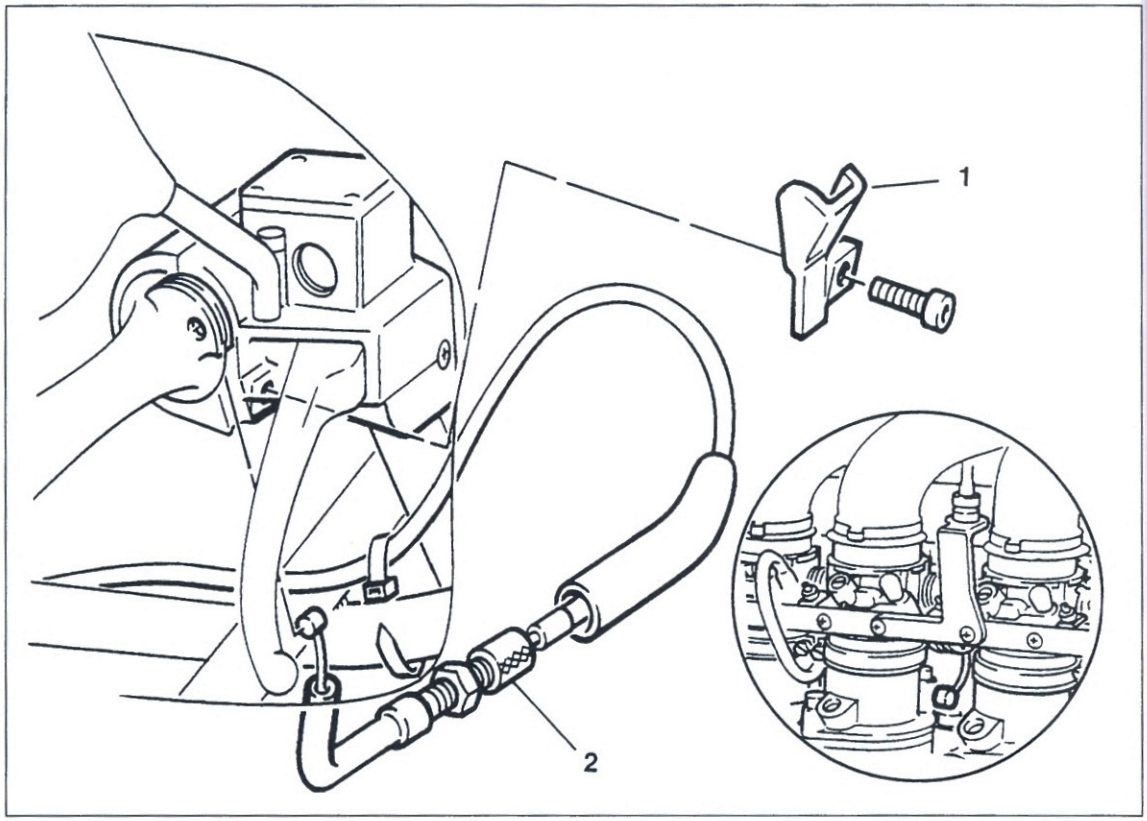
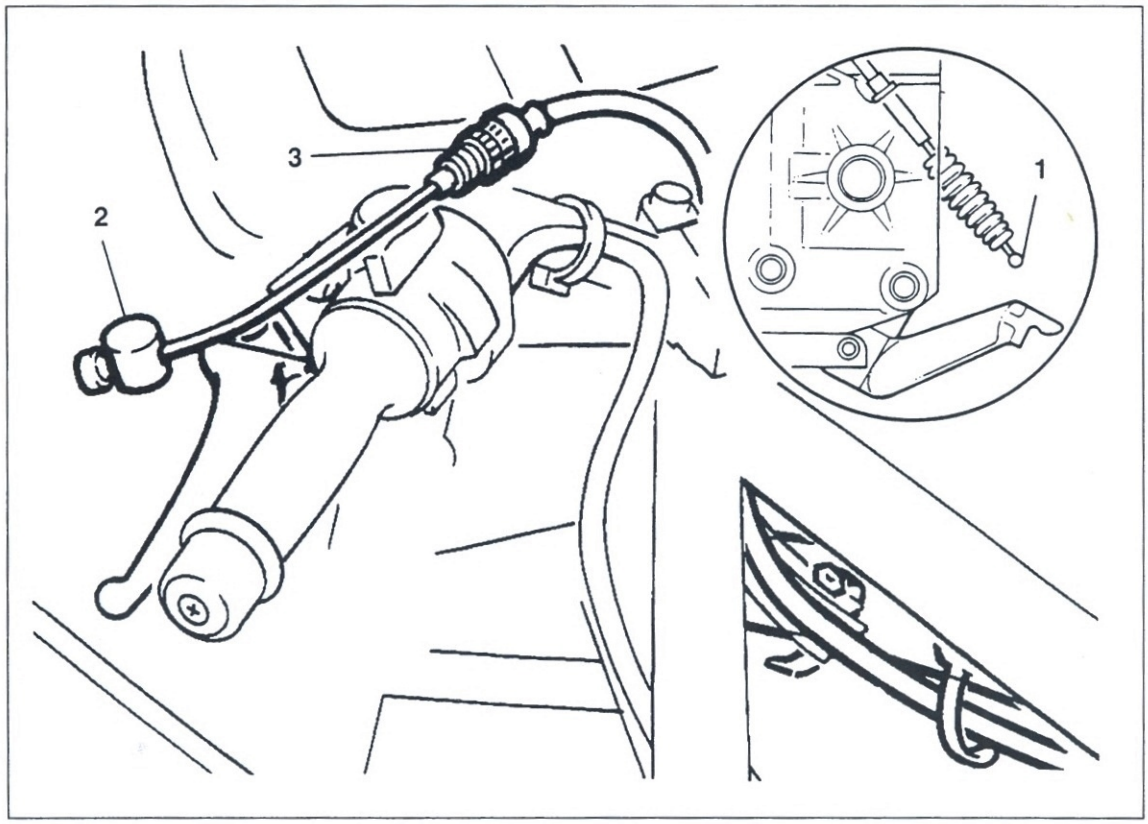
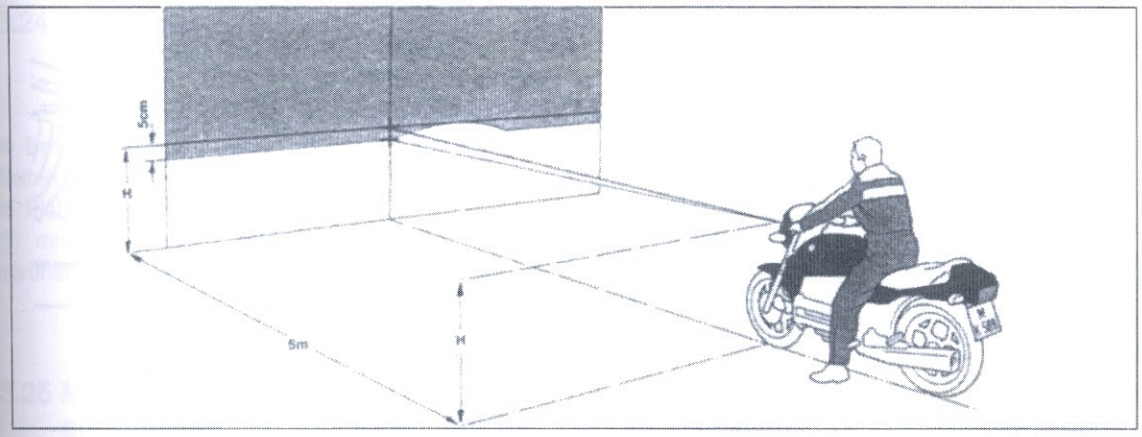

Bild 59
Bild 60
Bild 61
- Seilzugnippel ② aushängen.
- An Drosselklappenleiste Gegenmutter ③ lockern und Stellschraube ④ herausdrehen. Nippel ⑤ aushängen.
- **Gasseilzug-Wechsel (Bild 59):**
- Am Gasdrehgriff Abdeckung ① abnehmen und Seilzugnippel aushängen.
- **Kupplungsseilzug-Wechsel (Bild 60):**
- Seilzugnippel ① am Ausrückhebel aushängen.
- Stellschraube ③ aus Widerlager herauziehen.
- Motorrad mit korrektem Reifenluftdruck und Federbeineinstellung auf Solobetrieb auf Rädern stehend und mit Fahrer belastet in Abstand von 5 m (ab Vorderradmitte) vor heller Wand auf ebenen Boden aufstellen (Bild 61).